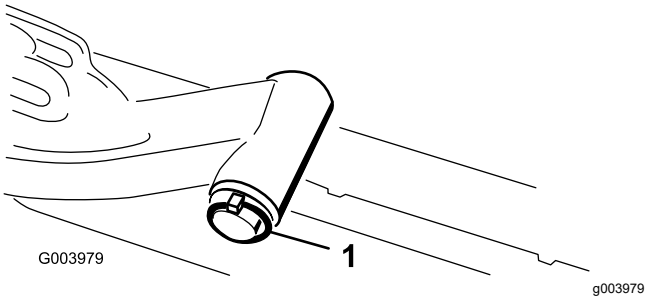

**Figure 11**
A. Retirez la goupille à anneau et la rondelle qui fixent l'axe de pivot du bras de levage au bras de levage, et sortez l'axe de pivot du bras (Figure 11).
C. Insérez l'axe du bras de levage dans le bras et fixez-le à l'aide de la rondelle et de la goupille à anneau (Figure 11).